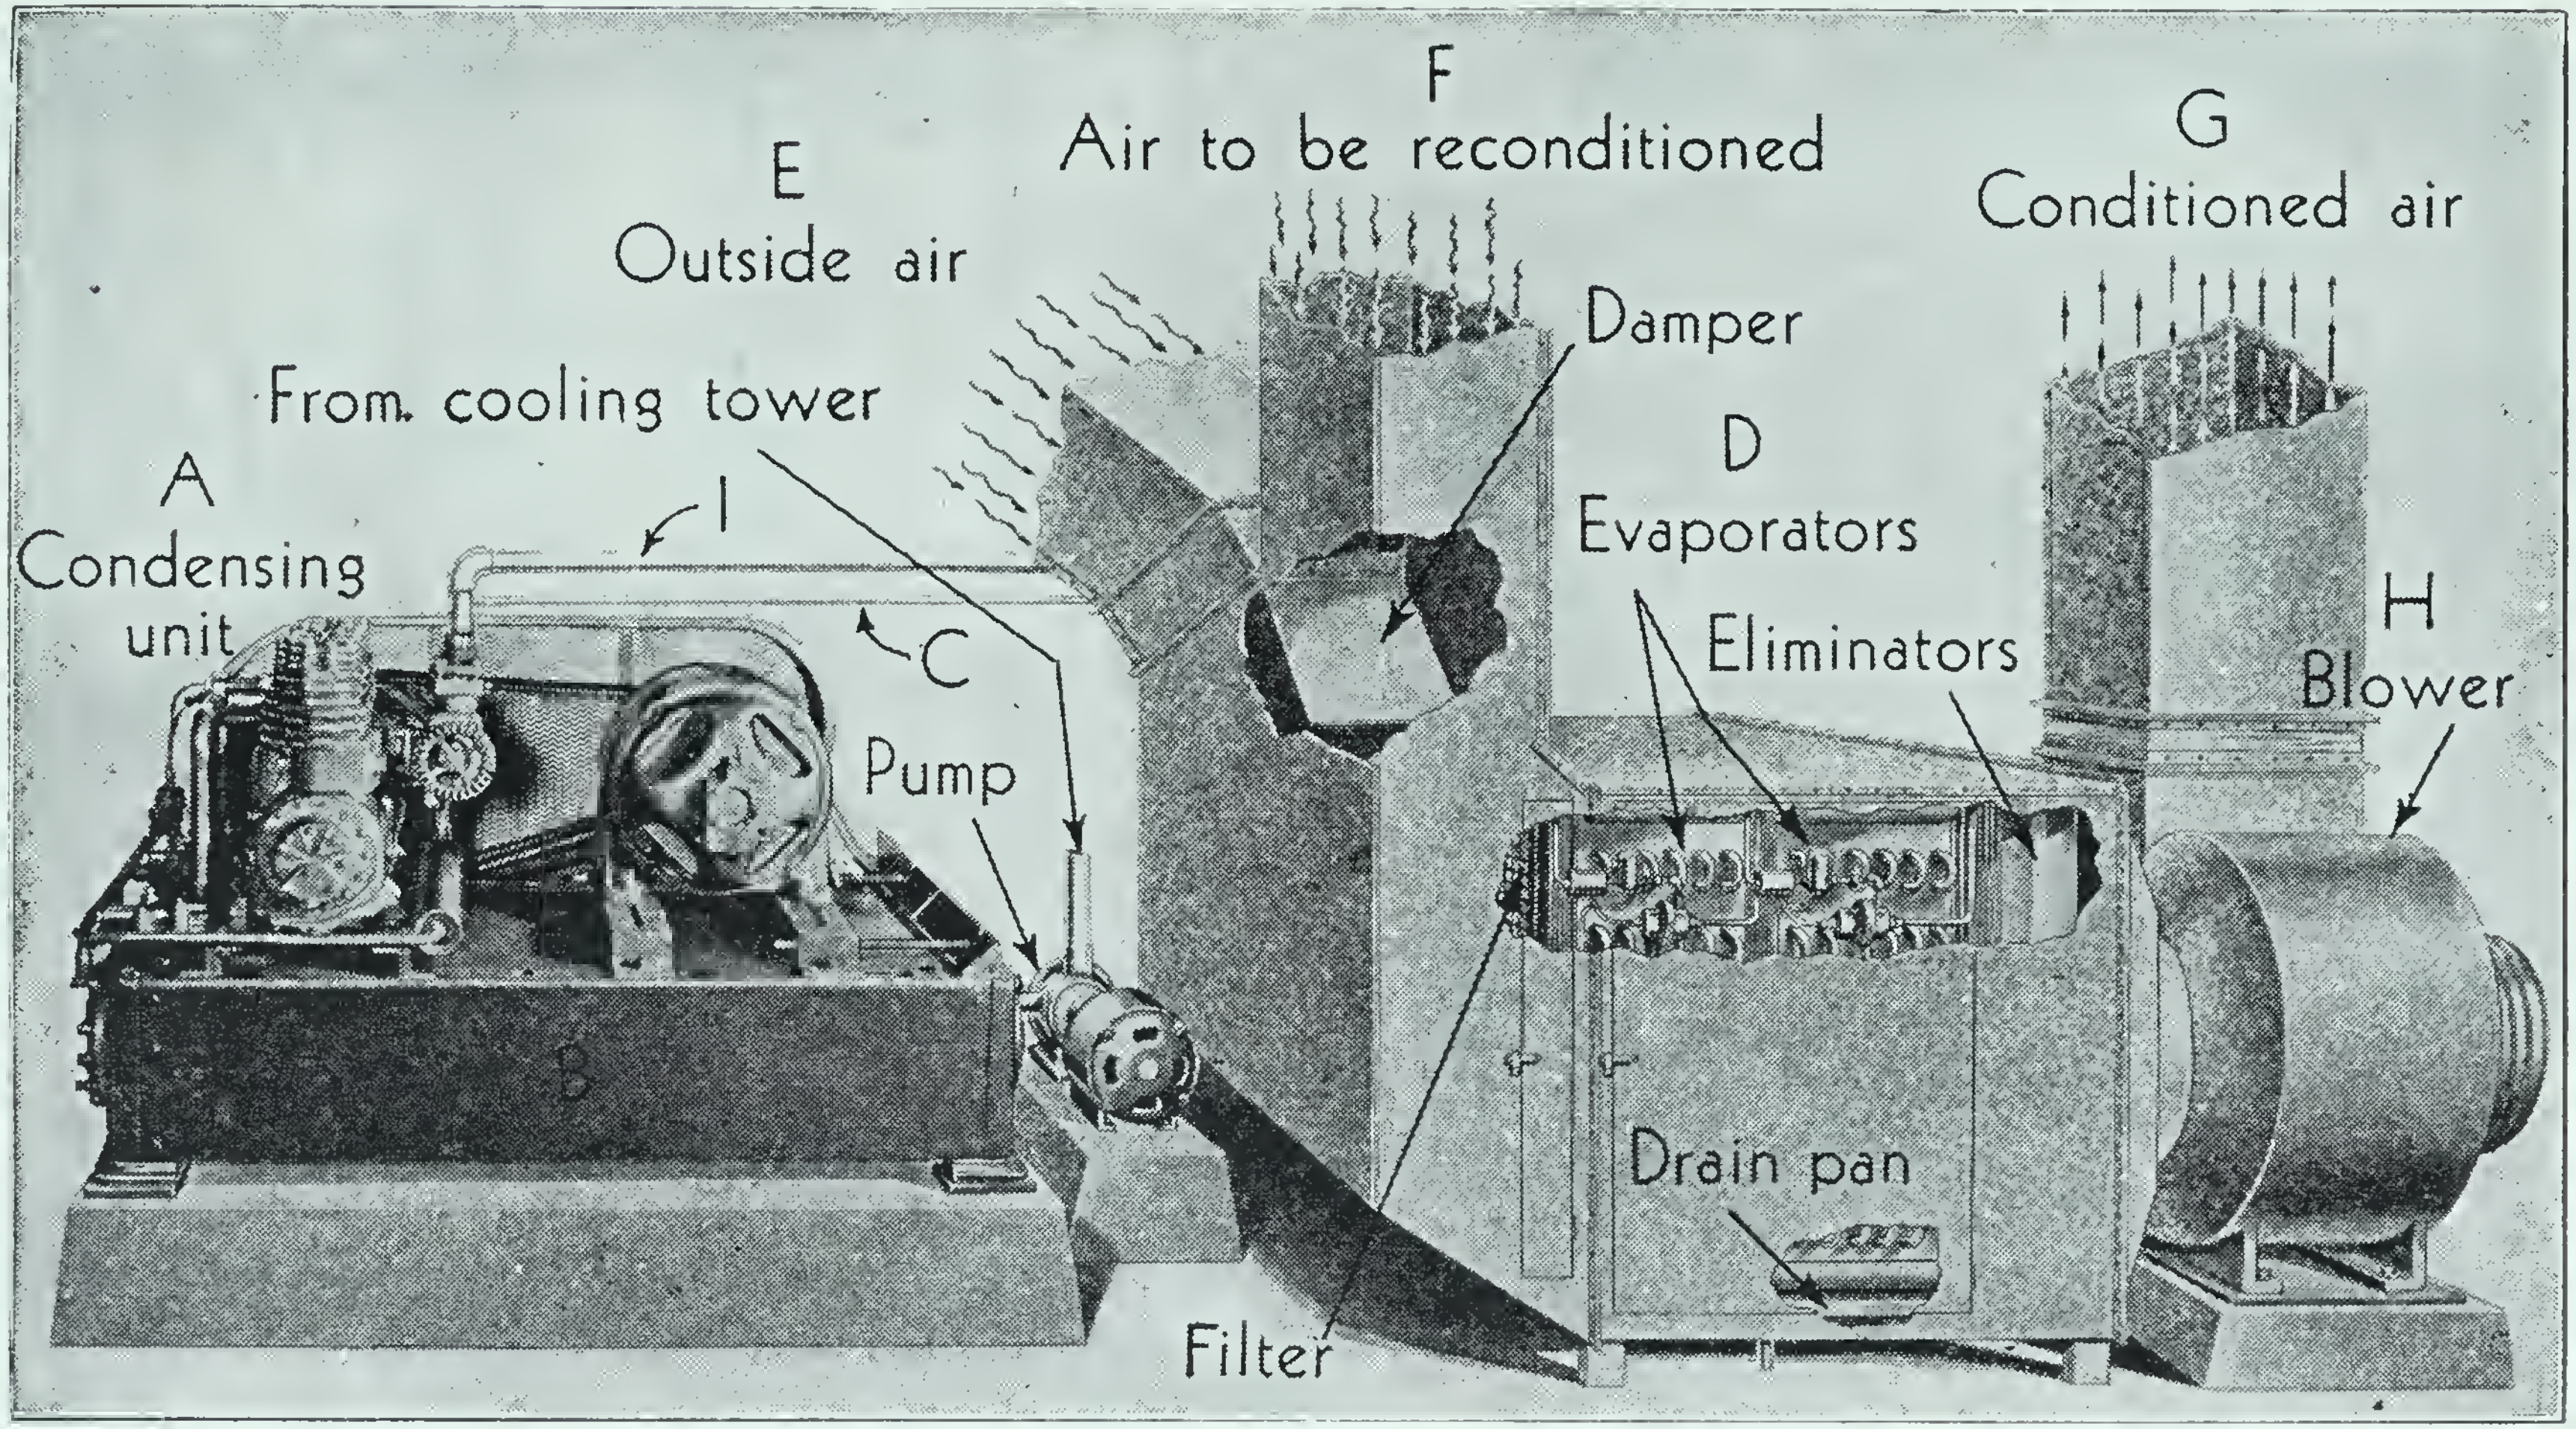

Fig. 202. A form of air-conditioning apparatus. It operates on the same principle as the mechanical household refrigerator
Air conditioning. By *conditioning* the air is meant (1) getting it as clean as possible from dust and germs; (2) keeping it at the right temperature and humidity (Fig. 202).